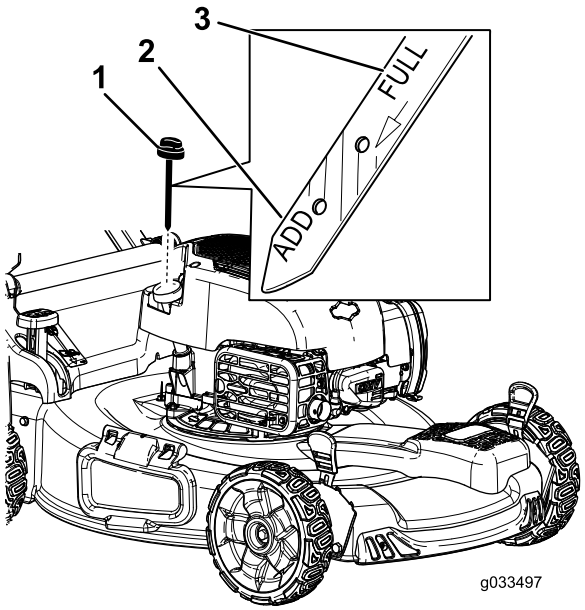

Rysunek 14
2. Wyjmij wskaźnik poziomu (Rysunek 14).
5. Wyjmij wskaźnik oleju i odczytaj poziom oleju na nim; patrz Rysunek 14.